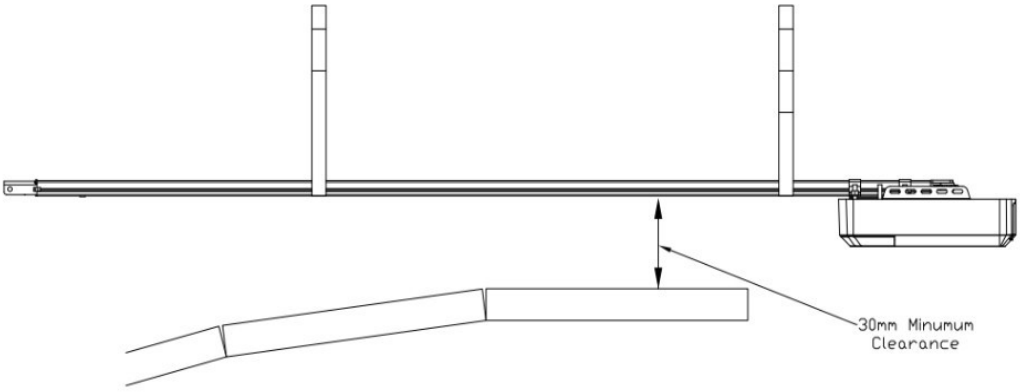

Figure 1
5. Pomiędzy dolną częścią prowadnicy łańcucha a górną krawędzią bramy w jej najbliższym punkcie powinien być minimalny odstęp 30 mm. (patrz rys. 1)